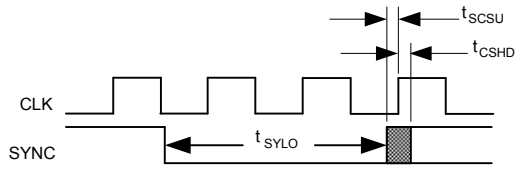

Figure 40. Sine Mode Synchronization
To synchronize the DAC, observe SYNC to the CLK timing requirements shown in Figure 40. That is, the SYNC rising edge should be applied before the set-up time or after the hold time specifications. If the SYNC timing requirement is not met, the DAC may synchronize with one clock cycle timing error.
Table 11. Timing Characteristics for Figure 40 (1)